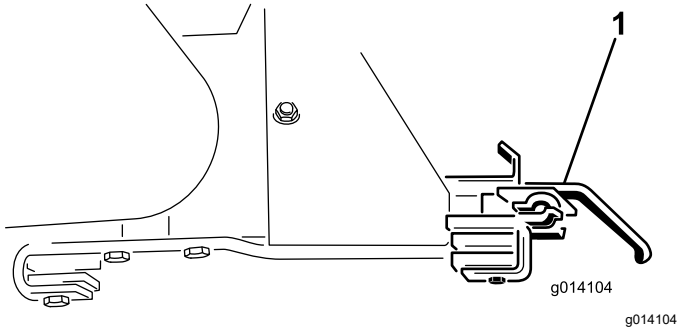

**Rysunek 53**
18. Usuń dwa wsporniki mocujące osprzęt (Rysunek 53).